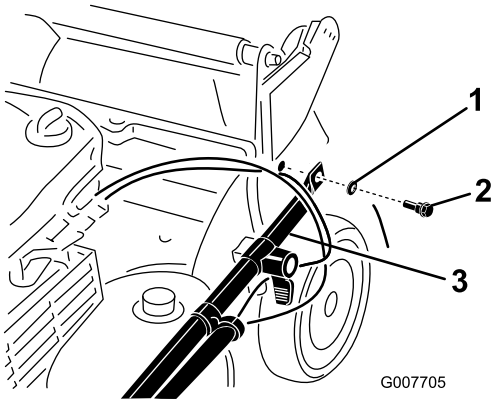

Figuur 3
2. Bevestig de uiteinden van de handgreep aan de maaikast met behulp van 2 sluitringen en 2 handgreepbouten (Figuur 3), **maar draai de handgreepbouten niet vast.**
Belangrijk: Leid de kabels naar de *buitenzijde* van de handgreep (Figuur 3).